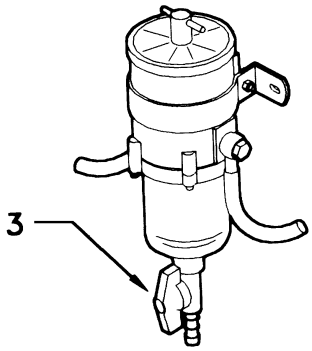

Fig. 7.6
Desserrer la colombe (3) (Fig. 7.6) placée sur la partie inférieure du bac en verre et faite sortir toute l'eau accumulée. Refermer la colombe et contrôler qu'il n'y ait pas de fuite.